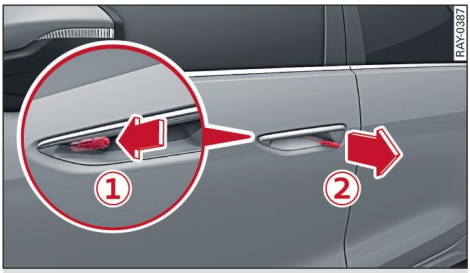

Fig. 10 Door: Opening manually
- Briefly press the pin ① in the direction of travel ⇨ *Fig. 10*. This will release the pin, causing it to disengage from the door handle.
- Pull the end of the cable ② until the door opens.
- Press the pin ① in the direction of travel until it engages in the door handle. This will lock the pin back in place.
- Pull the end of the cable ② ⇨ *page 45, Fig. 10* until the door opens.